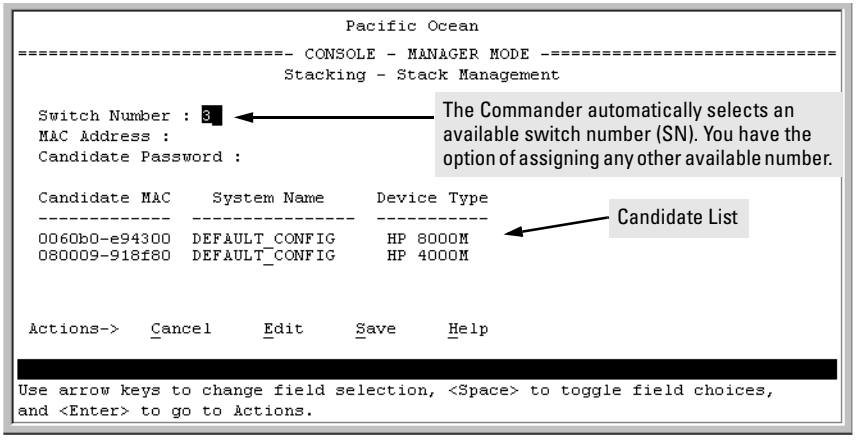

Figure 9-10. Example of Candidate List in Stack Management Screen
5. Press [A] (for **Add**) to add the Member. You will then see a screen listing any available candidates. (See figure 9-10 on page 9-21.) Note that you will not see the switch you want to add because it is a Member of another stack and not a Candidate.)